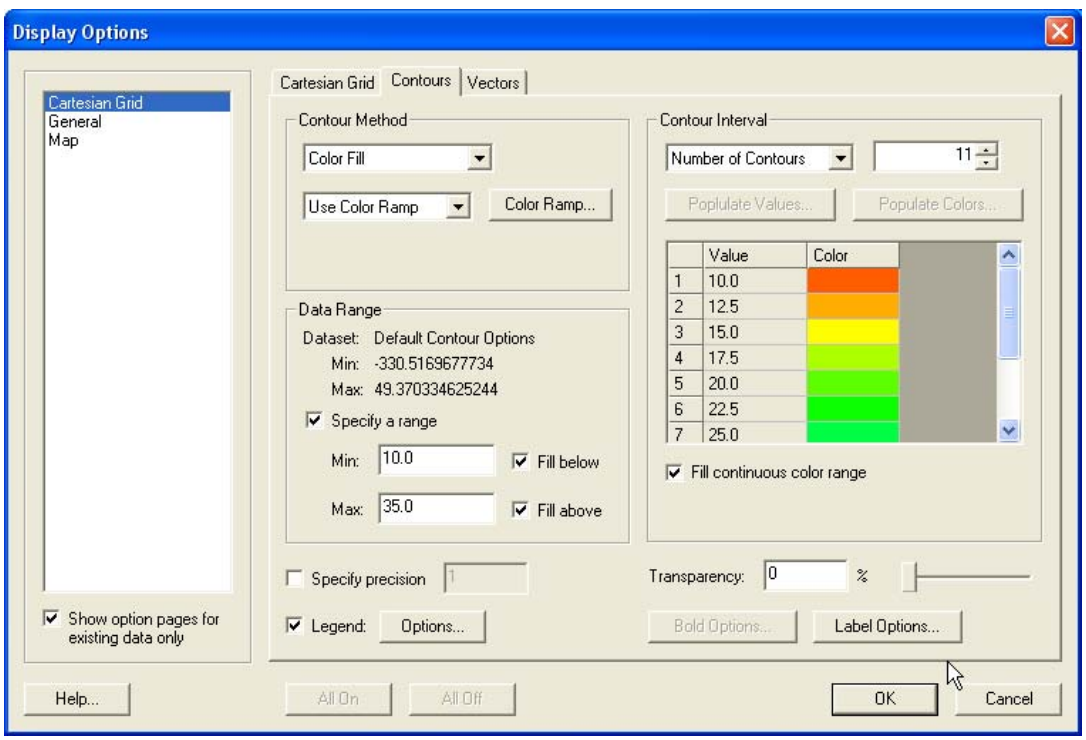

Figure 52. Setting up salinity display in the *Display Options*.
- Display salinity distribution (Figure 52)